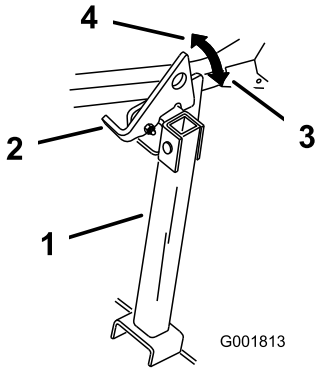

Figuur 35
2. Zet de vergrendeling omhoog in de ontgrendelde stand (Figuur 35).